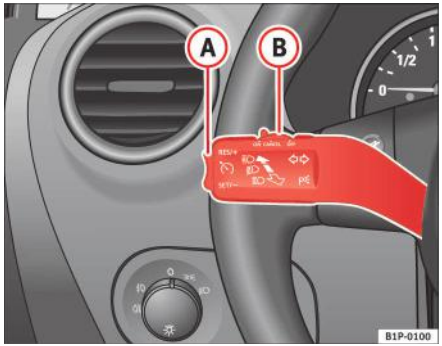

Fig. 126 Indicatorul şi maneta pentru faza lungă a farurilor: comutator şi comutator basculant pentru tempomat
– Deplasaţi comutatorul ⇒ fig. 126 (B) spre stânga în poziţia **ON** (Activat).